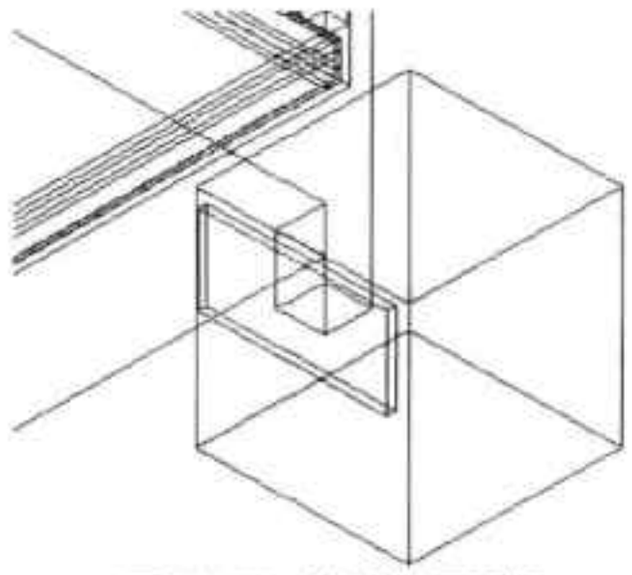

图14-70 绘制抽屉面板
Step17 同样执行“长方体”命令，绘制抽屉面板轮廓，并放置在柜体的适合位置，如图 14-70 所示。